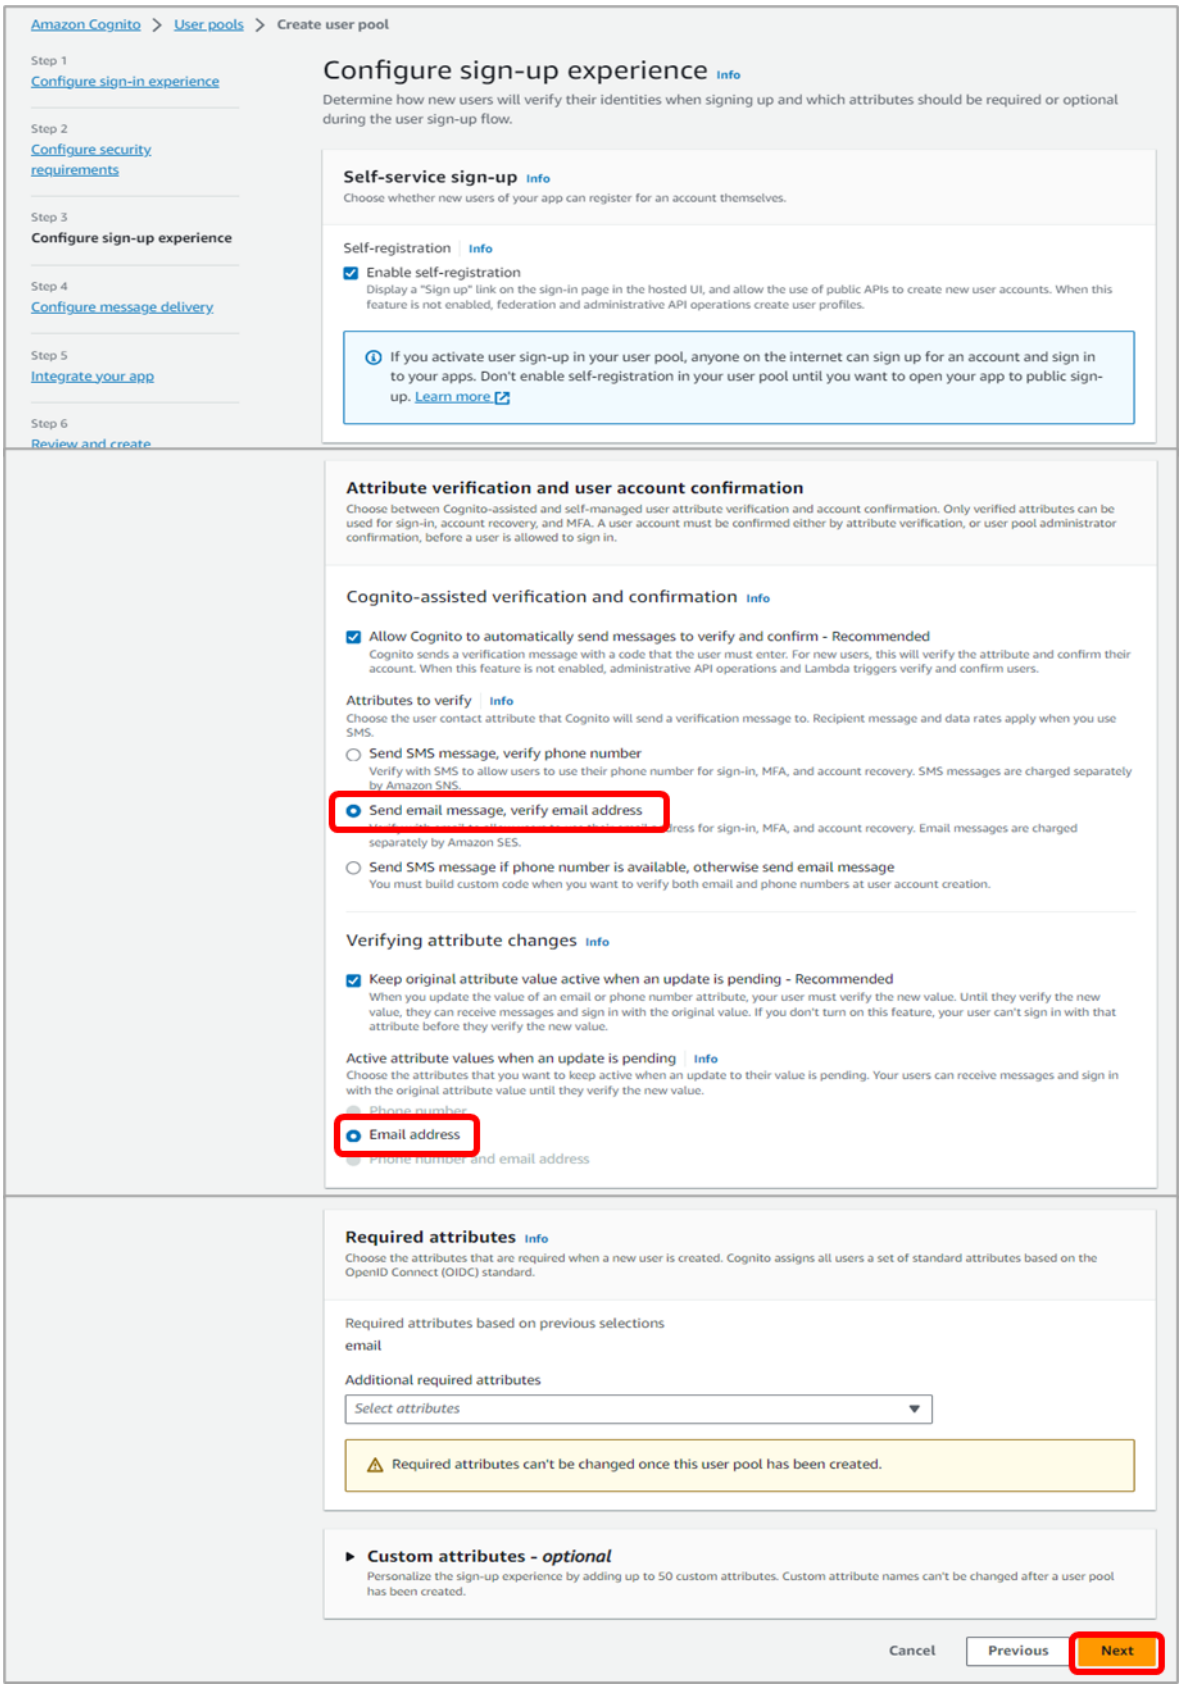

Figure 37. Configure sign-up experience
4. Configure sign-up as shown in Figure 37.